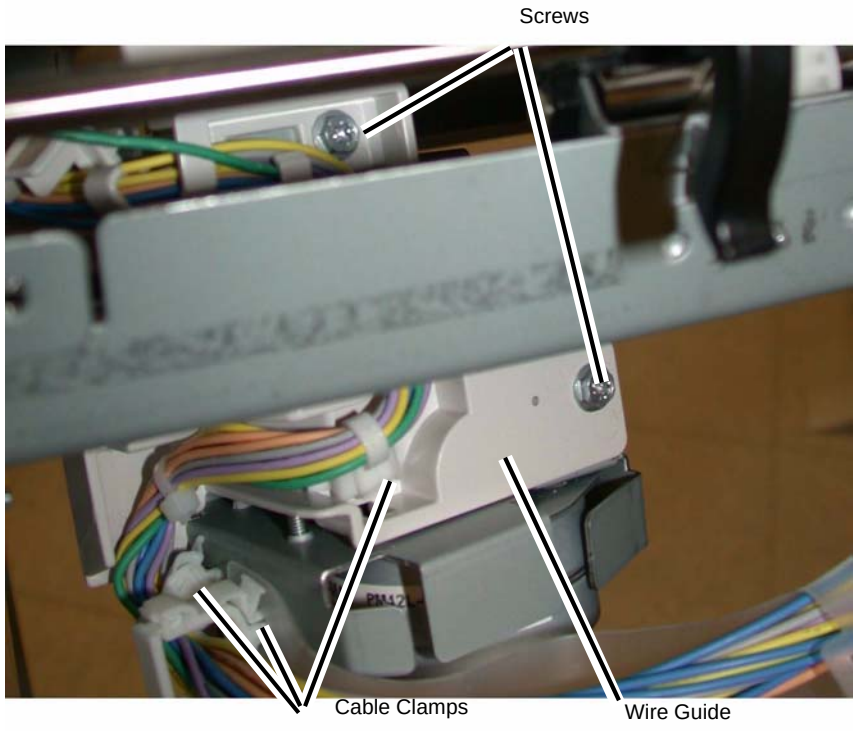

Figure 2 Removing the Wire Guide
5. Remove the Wire Guide (Figure 2).
a. Pull out the Cable Clamps (3), and remove the wires from the Wire Guide.
b. Remove the Screws (2).